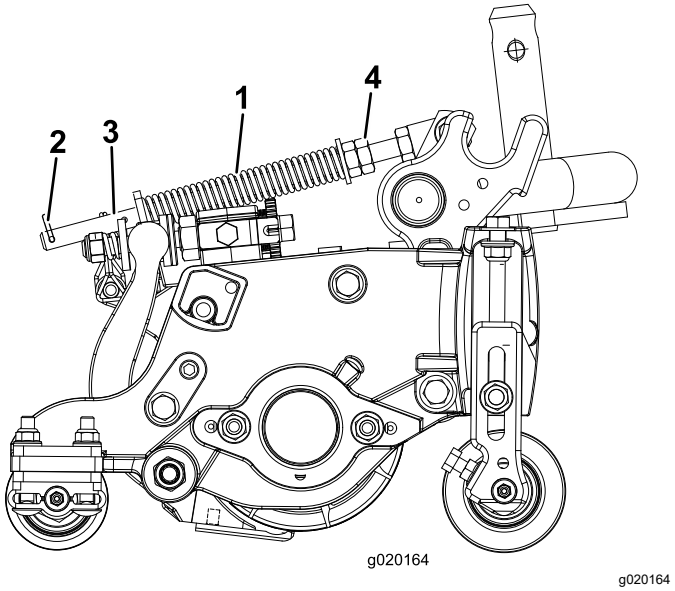

Rysunek 14
Sprężyna kompensacyjna murawy (Rysunek 14) przenosi ciężar z przednich wałków na tylne. Pomaga to ograniczyć falowanie murawy, zwane również ondulacjami lub nierówną wysokością.
1. Dopilnuj, aby zawleczka znajdowała się w tylnym otworze drążka sprężyny (Rysunek 14).
2. Dokręć nakrętki sześciokątne z przodu drążka sprężyny, tak aby ściśnięta długość sprężyny (Rysunek 14) wynosiła 12,7 cm w przypadku 5-calowych zespołów tnących lub 15,8 cm w przypadku 7-calowych zespołów tnących.